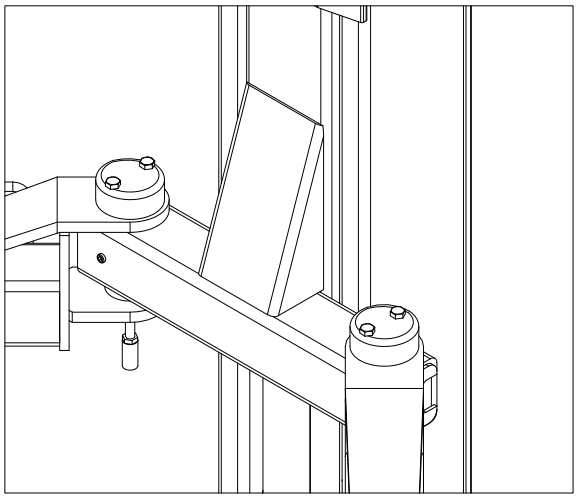

Fig. 37
• Press the up push button, raise the carriages to a height of about 70cm off the ground, then press the lock push button, SET THE MAIN SWITCH (IG) TO POSITION 0 AND CUT OFF THE POWER SUPPLY TO THE LIFT.
• Mount the arms into the carriage supports and insert the dowel pins into the support holes as shown in Fig. 37. Notice the entry of both arms is the same with the entry of the vehicle.